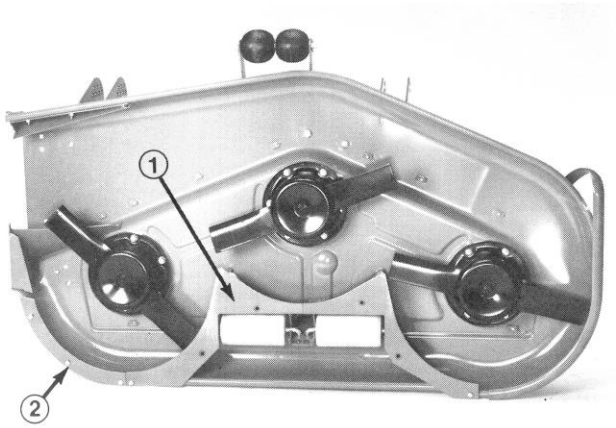

Figure 7
6. Using baffle as a template, mark and drill (3) 3/8" dia. holes thru deck.
7. Secure baffle to deck with (2) 5/16x3/4" carriage bolts, (1) 5/16-18 x 7/8" lg. capscrew and (3) locknuts.
8. Position center ring baffle on deck as shown in Fig. 7. Using a long thin pencil or punch, mark (4) mounting holes in deck. Holes may already be in deck.
9. Drill (4) 13/32" holes in deck, if required.
10. Mount center baffle to deck with (4) 3/8-16 x 1" lg. capscrews and lock washers (Fig. 7).
11. Using center baffle as a template, mark and drill (2) 9/32" dia. holes thru center of curved edge of deck (Fig. 7).
12. Secure baffle to edge of deck with (2) 1/4-20 x 3/4" lg. capscrews and locknuts (Fig. 7).
13. Align right ring baffle with end of center baffle and edge of deck (Fig. 7). Mark and drill (2) 9/32" dia. holes in center of curved edge of deck.
14. Secure right baffle to deck with (2) 1/4-20 x 3/4" lg. capscrews and locknuts.